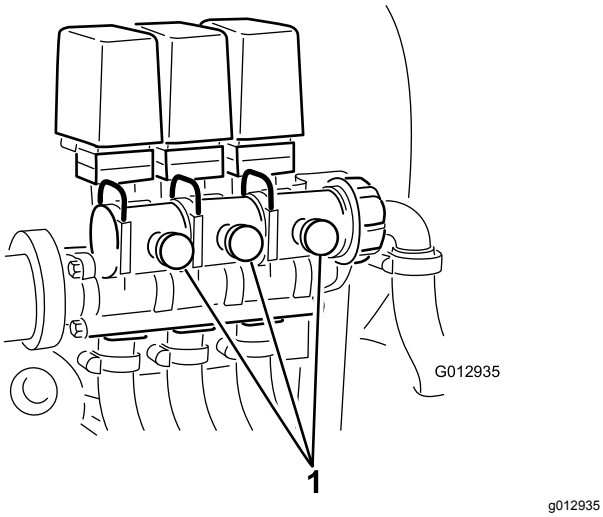

Figura 24
10. Ajuste la válvula de desvío del brazo (Figura 24), en el lado trasero de la válvula de control del brazo que desactivó, hasta que la presión indicada en el manómetro sea la misma que en el paso 7.